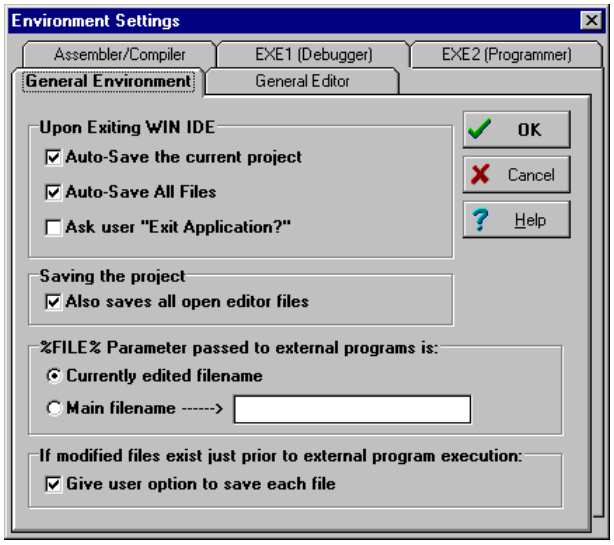

**Figure 4-13. *Environment Settings* Dialog *General Environment* Tab**
Click the *General Environment* tab in the *Environment Settings* dialog (Figure 4-13) to change options for saving the project files, exiting the WinIDE editor, and storing a filename to be passed to an external program as a parameter.
- ***Options:*** Enter the options to pass to the compiler on the command line. Such options generally consist of switches that instruct the compiler, and a filename. Enter the *%FILE%* string in the command line to insert either the current filename or the filename specified in the *Main Filename* option in the *EXE Path* text box of the *General Environment* tab options (Figure 4-13).